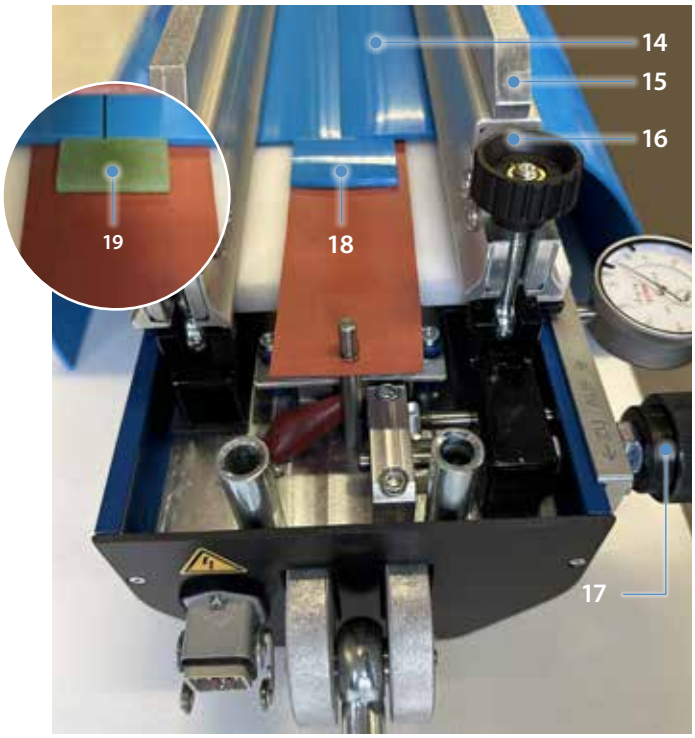

Fig. 4.2.6
– Shims (see fig. 4.2.6).
14. Apply slight pressure to position the second end of the belt (14) at the front to the first end of the belt and tighten the belt holder (15) evenly on both sides using the knurled screws (16). (Fig. 4.2.6)
15. If required, compress the belt material (only for FLT belt material) using the belt set screws (17). One turn equals 1 mm of compression. The infeed must be the same on both sides and can be read accurately on the dial gauge. (Fig. 4.2.6)
16. Place the piece of belt (18) or the shims (19) on both sides of the area to be spliced. The shims must be 0.1 mm thinner than the belt material. They prevent the bonded material from seeping out of the sides. (Fig. 4.2.6)